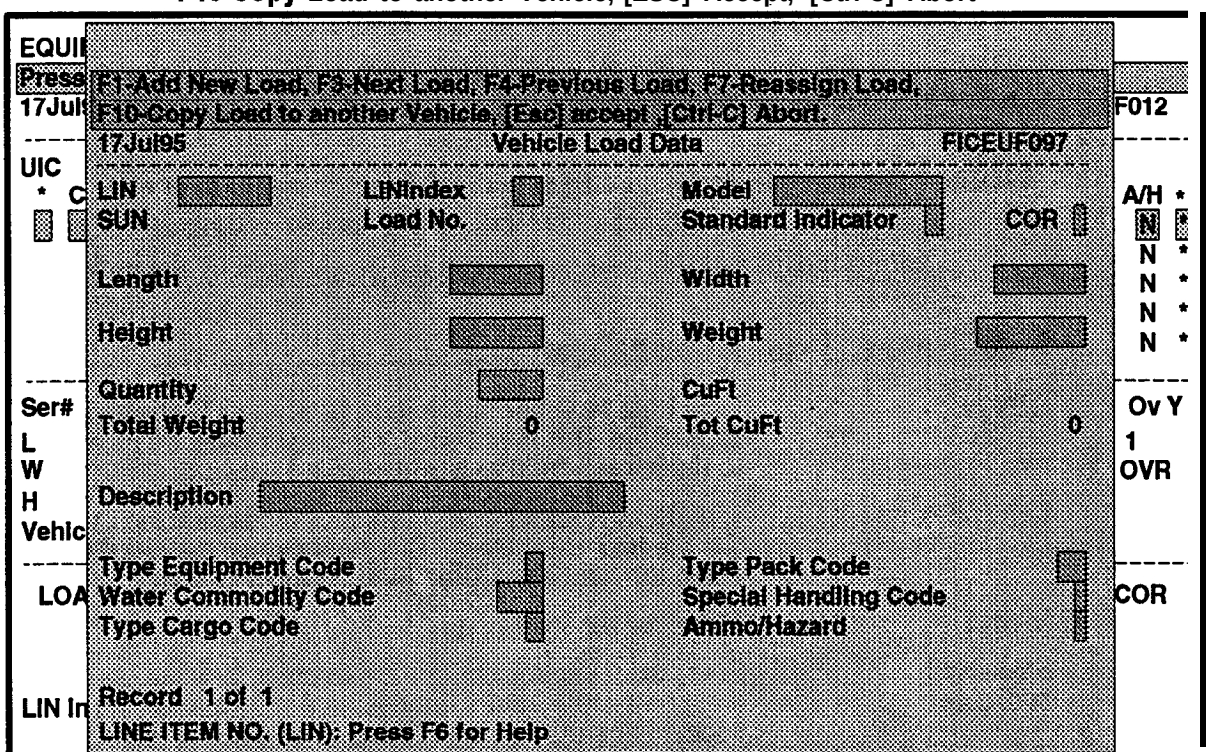

Figure 5-29. Vehicle Load Data Window
e. Press **F1** to add a new load to this vehicle. The Vehicle Load Data window will be displayed as shown in Figure 5-29. The cursor will be in the **LIN** field. The following message line will be displayed at the top of the window: